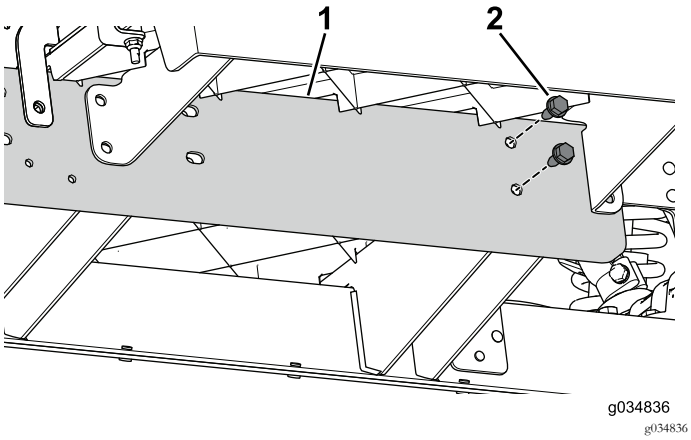

Figura 23
3. Utilice los 2 pernos (5/16" x ¾") para sujetar provisionalmente la extensión del perfil central a la sección delantera de la máquina (Figura 23).